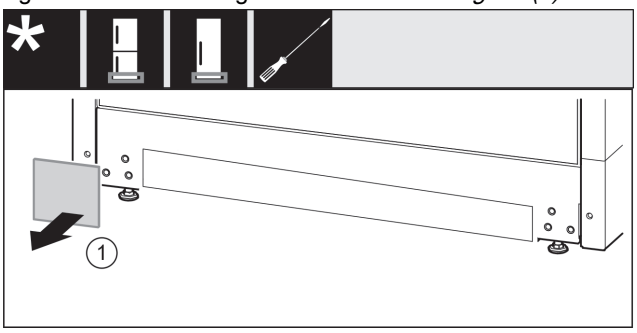

Fig. 15
- ▶ Remove the cover. *Fig. 15 (1)*